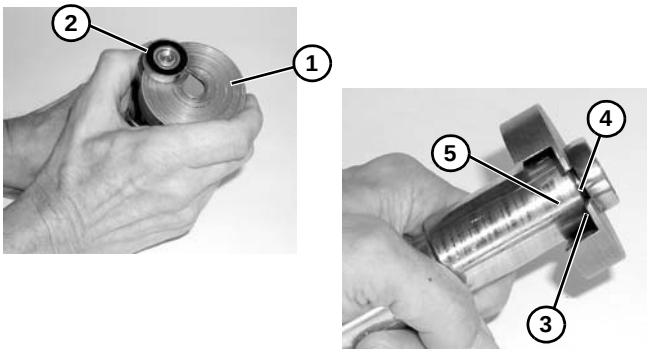

Figure 65
1. Placer l'outil de retrait d'un roulement, numéro de pièce #456063, **(Figure 65, élément 1)** sous le roulement **(Figure 65, élément 2)** en plaçant la lèvre **(Figure 65, élément 3)** dans l'espace **(Figure 65, élément 4)** entre le roulement et le moyeu de la broche **(Figure 65, élément 5)** comme illustré.